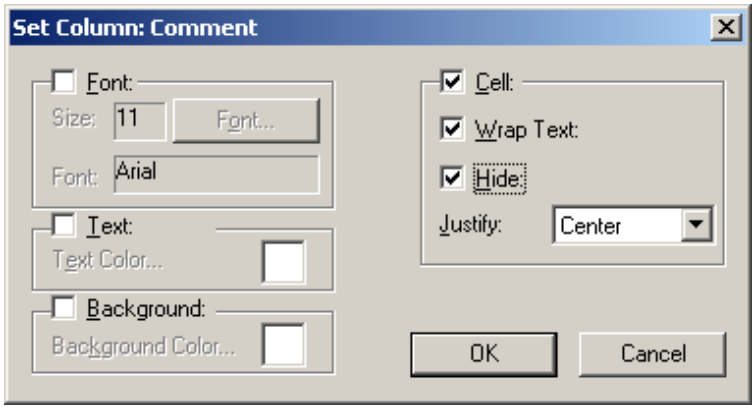

Figure L13.36 - Hide the Comment Column
5. Right-click on “Comment” and select “Configure.” Check **Cell** and **Hide**, as depicted in Figure L13.36. This hides the comment column in runtime.